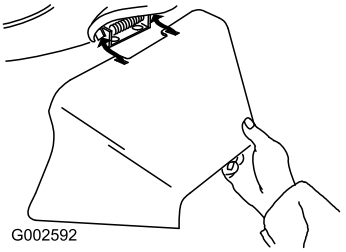

Figura 21
3. Montate il condotto di scarico laterale e chiudete lo sportello sul condotto (Figura 21).